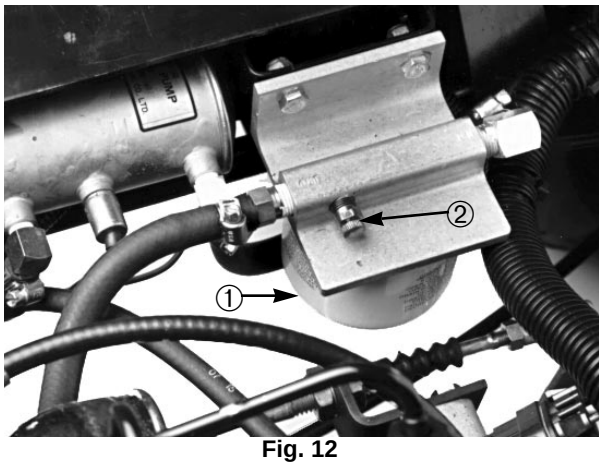

Fig. 12
1. Allentare la vite di spurgo dell'aria sopra il filtro del carburante/separatore d'acqua (Fig. 12).